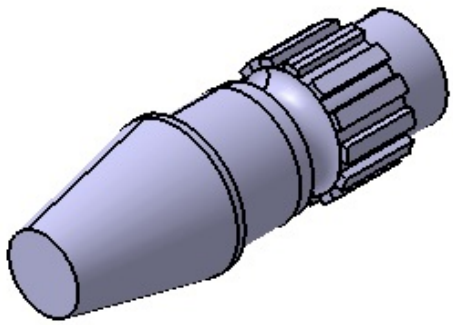

Figure 9-71 *The model after creating the circular pattern of the pad feature*
3. Invoke the **Circular Pattern** tool from the **Patterns** toolbar and create 13 instances using the **Complete crown** option. The model after creating the circular pattern of the pad feature is shown in Figure 9-71.